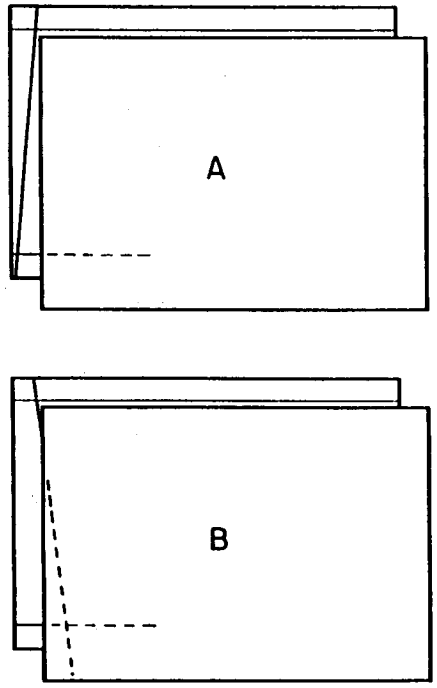

Рис.1 Определить направление перекоса
1. (Рис.1) Определить направление перекоса.